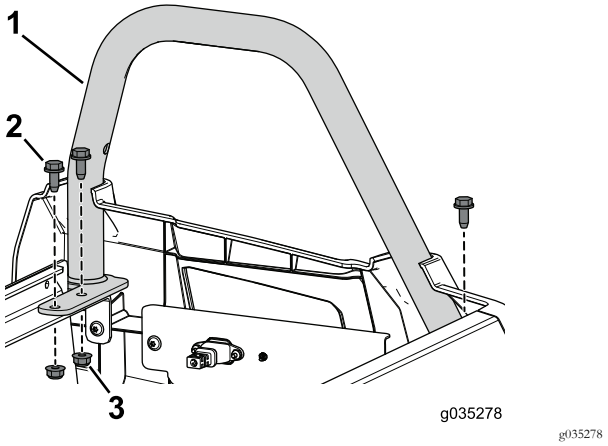

Figuur 90
12. Gebruik de 3 flensbouten (3/16 x 3/4 inch) en flensmoeren die u eerder verwijderd hebt om de heupsteun links achteraan te bevestigen aan de stoelbasis (Figuur 90).